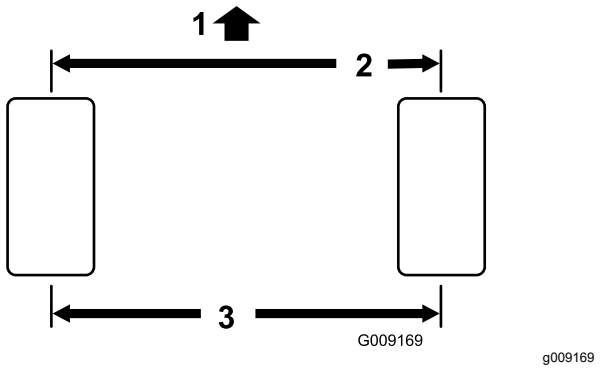

Figur 49
5. Mål avstanden mellom forhjulene ved akselhøyde, både foran og bak på hjulene (Figur 49).